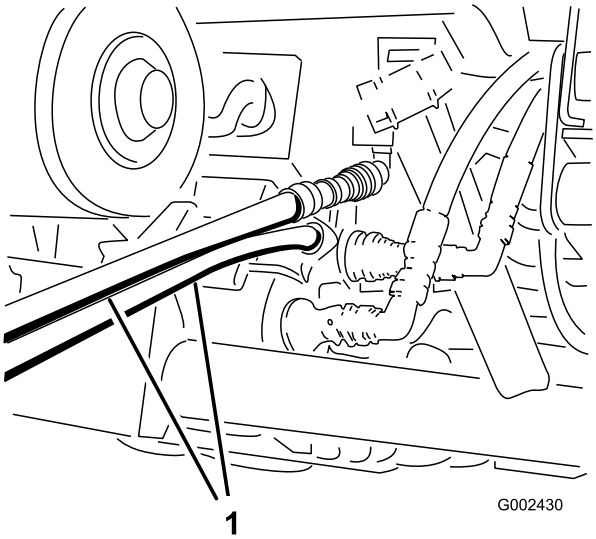

Figur 73
4. På det andre kjøretøyet kobler du de to slangene til koblingen som fremdeles er i koblingsbraketten (koble den øverste slangen til den øverste koblingen og den nederste slangen til den nederste koblingen (Figur 73). Dekk til ubenyttede nipler.